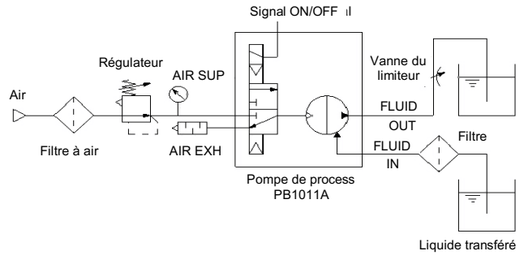

Fig. 3. Exemple de circuit
1) Raccordez la tuyauterie d'air à l'orifice d'alimentation en air « AIR SUP », et la tuyauterie de transfert de fluide à l'orifice d'aspiration « FLUID IN » et à l'orifice de refoulement « FLUID OUT ». Voir Fig. 3.
1. Le débit depuis l'orifice de refoulement <FLUID OUT> peut être réglé facilement en modifiant le cycle de commutation de l'électrodistributeur à l'orifice d'alimentation d'air. Voir figure 3.